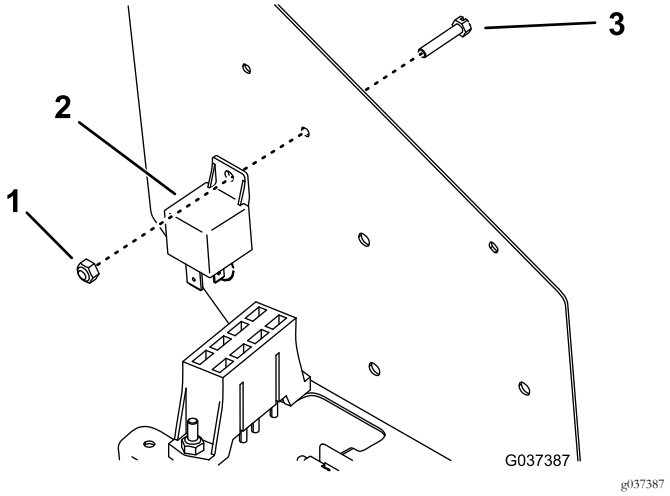

図 10
6. コントロールパネルの内側に、電源リレーをねじとナットで取り付ける 図 10。